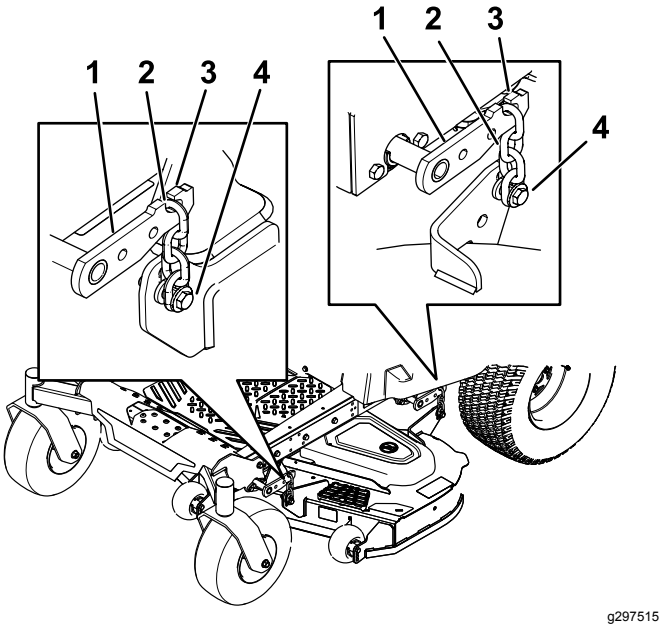

Figur 74
5. Løsn justeringsboltene i alle fire hjørner, så skjoldet hviler sikkert på alle fire blokke (Figur 74).
6. Sørg for, at alle fire kæder er stramme (Figur 74).
7. Tilspænd de fire justeringsbolte (Figur 74).